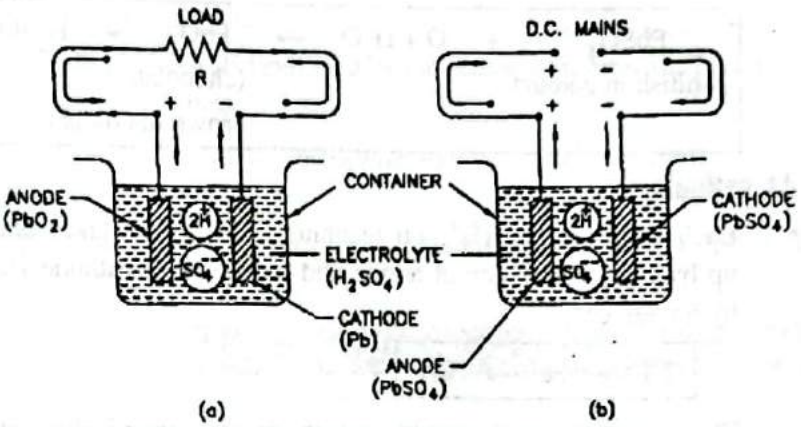

FIG. 5.21 : LEAD ACID CELL
- When the load (resistor) is connected across the terminals as shown in Fig. 5.21, the sulphate ions move towards cathode and hydrogen ions towards the anode. The following chemical action takes place at cathode and anode.
- For recharging, anode is connected to positive terminal of the source and cathode is connected to the negative terminal as shown in Fig. 5.21.